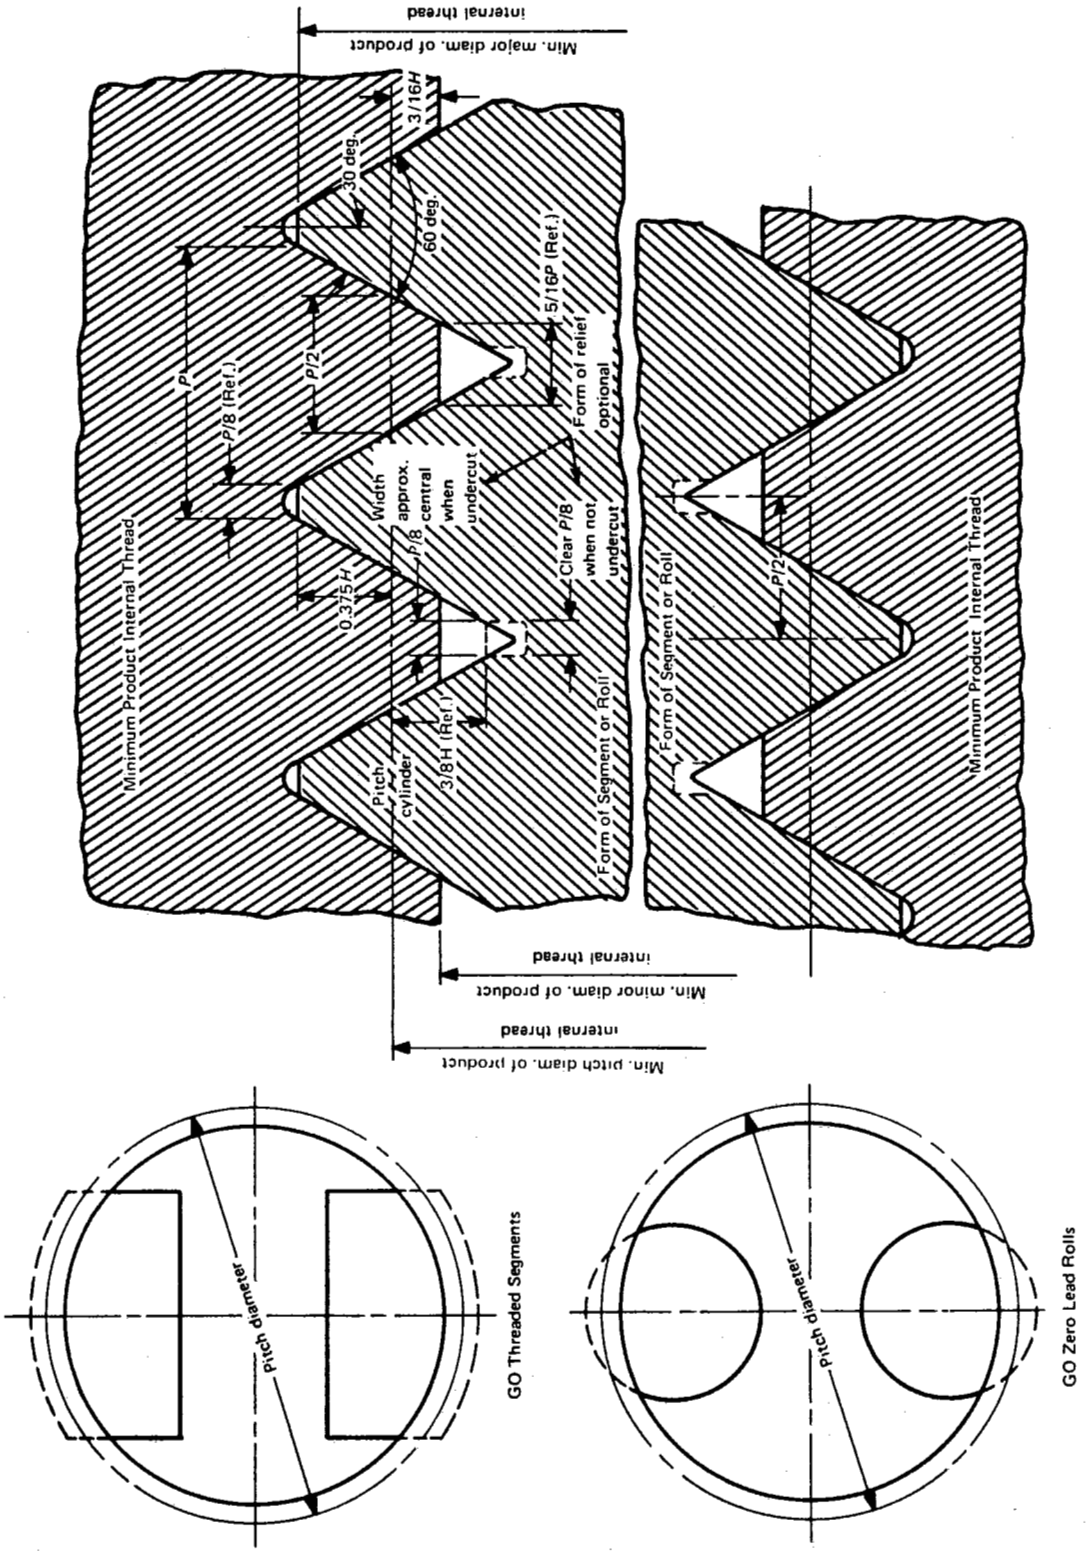

FIG. 5 THREAD SNAP GAGES — MAXIMUM-MATERIAL GO FUNCTIONAL LIMIT
4.4.2 Basic Design. The GO segments and rolls assembled into gage frames are the design of the individual gage manufacturer. The lengths of the two threaded segments and the two thread rolls spaced 180 deg. apart are equivalent to the standard GO plug gage blank lengths for practical and economic reasons (see Table C2 and Fig. 5). Internal product threads less than 3 mm in diameter are not practical to check with snap gages. GO thread segments shall engage 25% or more of the product circumference. The product shall be checked around the circumference of thread at sufficient axial positions to check the full thread length. Thread rolls shall be applied axially at several locations (three if possible) over the full thread length of product. The circumference shall be checked at each position.
4.4.3 Thread Form. The specifications for thread form are summarized in Table 7 and Fig. 5.